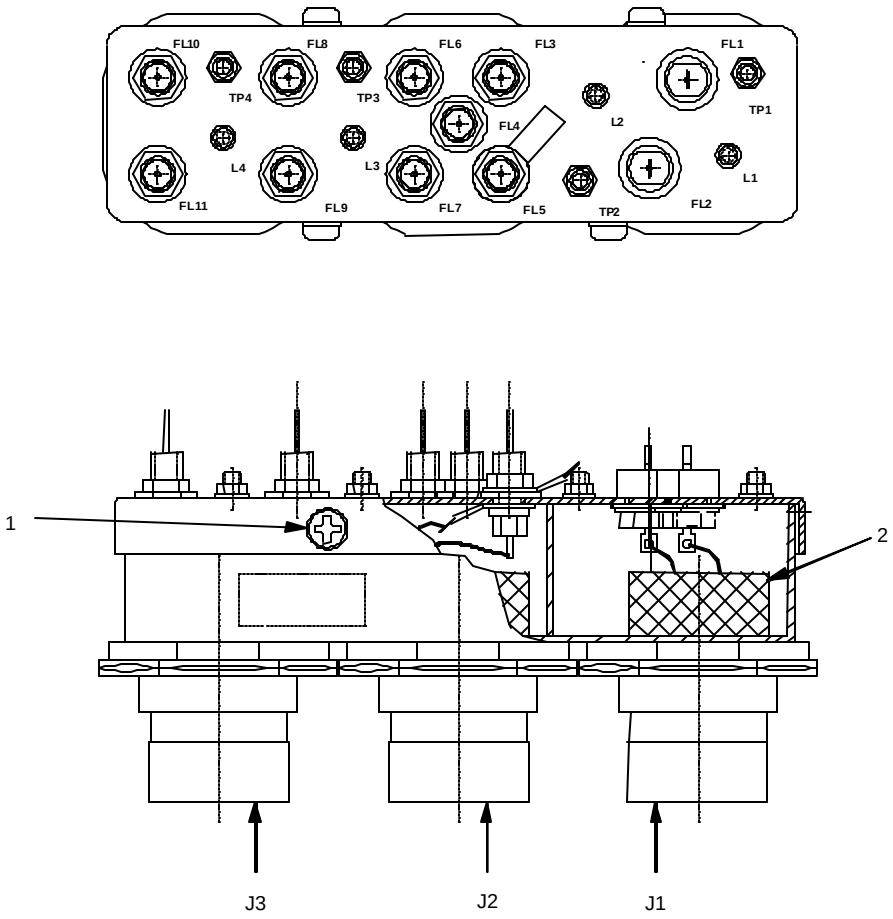

Figure 3-28. EMI Module, P/N AY6706705-1, Component Locations
Refer to **Figure 3-28**. The following general requirements apply to the repair of the EMI Module.
Refer to Figure 3-28. Inspect EMI Module as follows:
d. Measure continuity between connector pins and EMI Module in accordance with para. 3.6.8.2 thru 3.6.8.4. Refer to Table 3-22, Figures 3-28 thru 3-30 for additional wiring information.